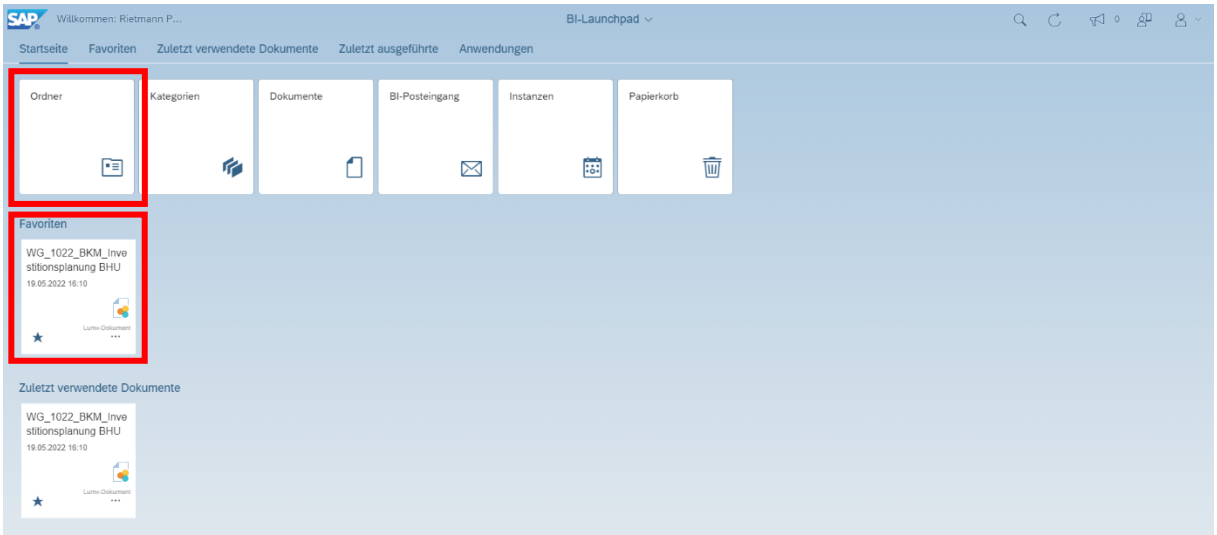

Figura 8: Pagina iniziale dell'accesso BHU, il «BI-Launchpad»
La pagina iniziale dell'accesso BHU, il cosiddetto BI-Launchpad, è riportata in Figura 8:
Si accede all'IP cliccando sul riquadro "WG_1022_BKM_Pianificazione degli investimenti BHU" nella pagina iniziale del BI-Launchpad (cfr. Figura 8).
1. Aprire lo strumento di pianificazione del BKM: riquadro «WG_1022_BKM_Pianificazione degli investimenti BHU» (cfr. Figura 8).